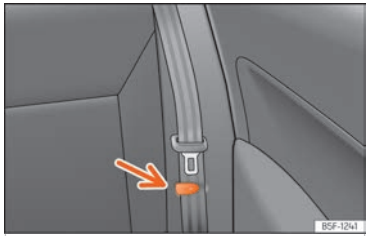

Fig. 94 Seient del darrere: pinça per subjectar el cinturó de seguretat.
- Poseu els cinturons de seguretat laterals a la pinça del revestiment ››› fig. 94.